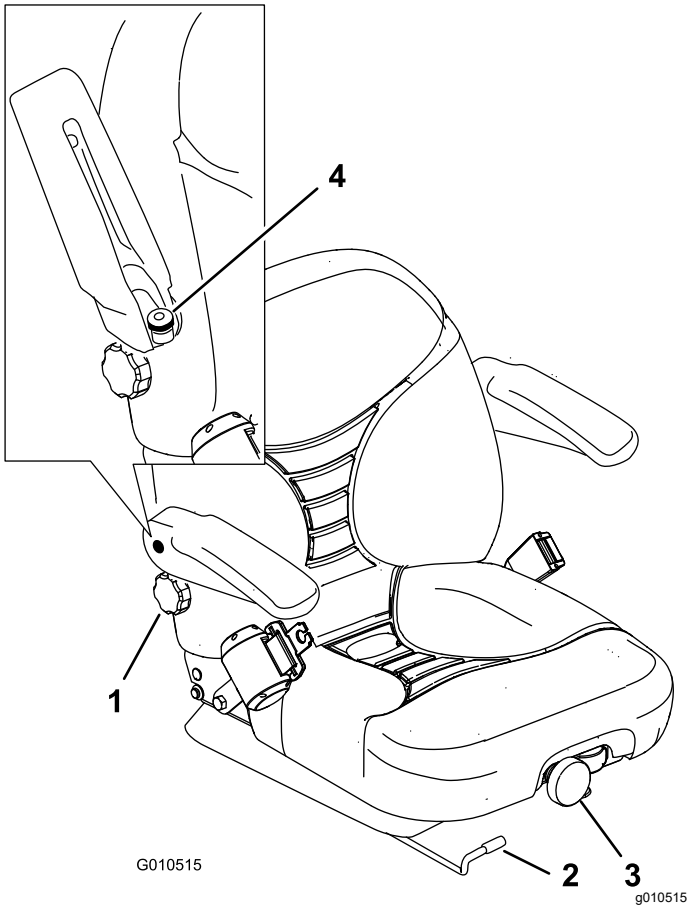

Figur 31
1. Sædet kan justeres ved at flytte håndtaget til siden for at låse sædet op (Figur 31).
Drej på knappen foran på sædet for at opnå den mest behagelige position (Figur 31).
Drej knappen under det højre armlæn til højre eller venstre for at opnå den mest behagelige position (Figur 31).
Armlænet justeres ved at hæve det og dreje på knappen for at opnå den mest behagelige position (Figur 31).